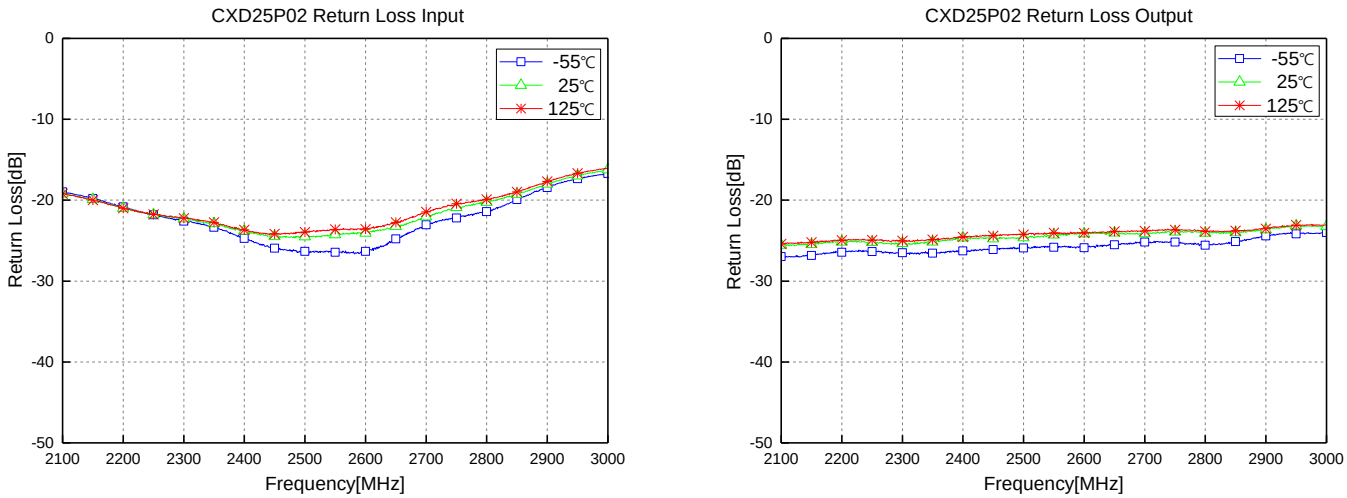

**Figure 3. Test Plots of Return Loss (-55 ºC, 25 ºC, and 125 ºC)**
***Figure 3*** shows the test plots of the return loss for the CXD25P02. There are few variations for the specified frequencies and temperatures.